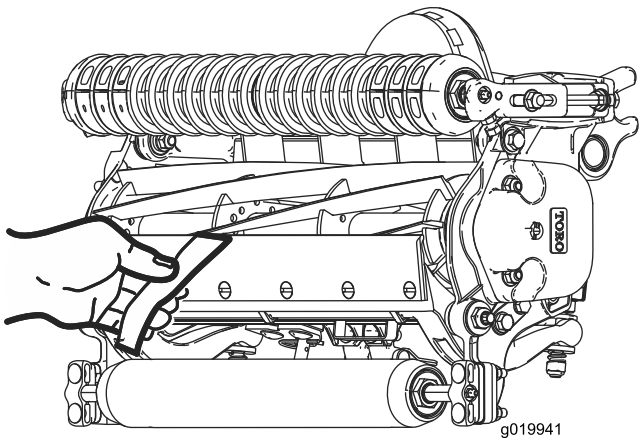

Figur 10
10. Testa klipprestandan genom att föra in en lång remsa av klipprestandapapper (Toro-artikelnr 125-5610) mellan cylindern och underkniven, i rät vinkel mot underkniven (Figur 10). Rotera cylindern **långsamt** framåt. Den ska klippa papperet.